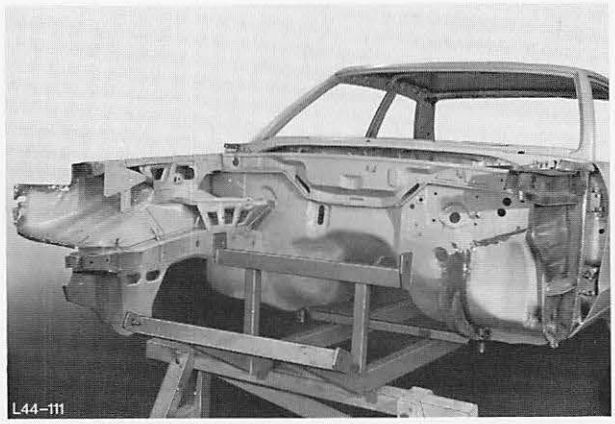

Abb. 109 Schweißlehre an Karosse montieren
17. Schweißlehre an Karosse anbauen, Abb. 109. Dabei Anbauanleitung des Herstellers beachten.